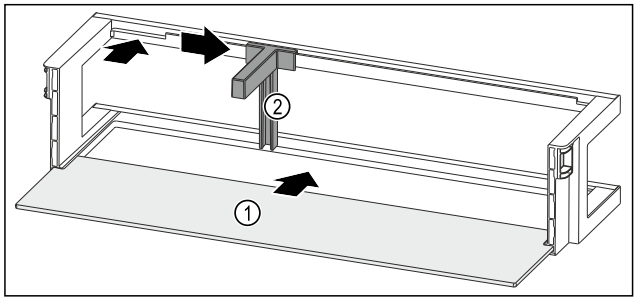

Fig. 59 Dveřní přihrádka s odkládací plochou
▶ Odkládací plochu *Fig. 59 (1)* zasuňte do bočních vybrání.
▶ Držák lahví *Fig. 59 (2)* vložte do vybrání.
▶ Držák lahví *Fig. 59 (2)* posuňte na stranu do požadované polohy.